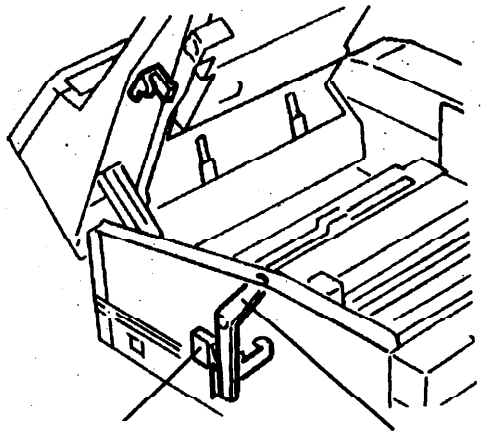

Рис. 1. Блокировочный выключатель верхней крышки
5. Активатор блокировочного выключателя верхней крышки работает нормально и блокировочный выключатель на низковольтном блоке питания полностью замкнут при запертой верхней крышке (Рис. 1).